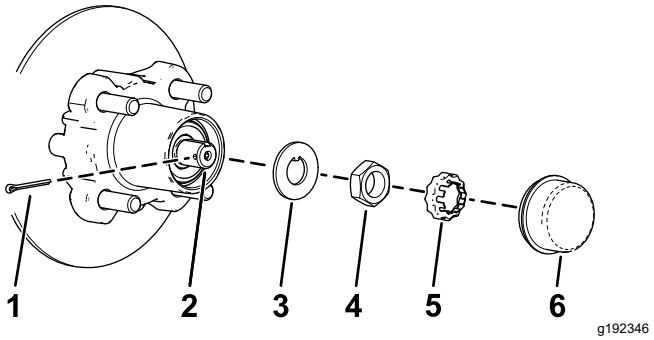
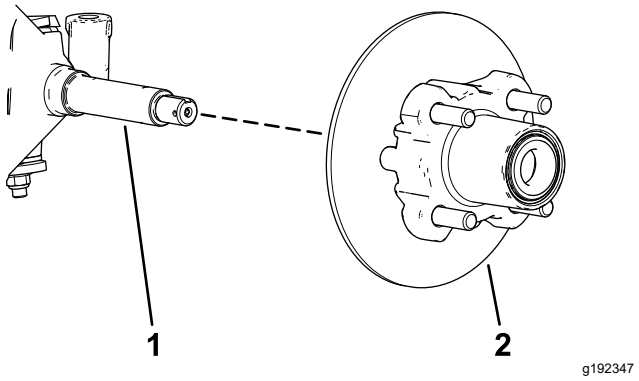

Figuur 34
Figuur 35
4. Verwijder de stofkap van de naaf (Figuur 34).
5. Verwijder de borgpen en de moerzekering van de as en de asmoer (Figuur 34).
6. Verwijder de asmoer van de as, en verwijder de naaf en de rotor van de as (Figuur 34 en Figuur 35).